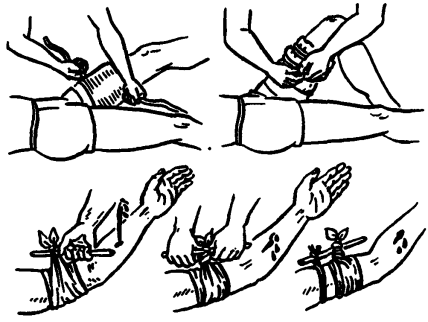

Рис.9
4) Наложение жгута или закрутки (рис. 9).